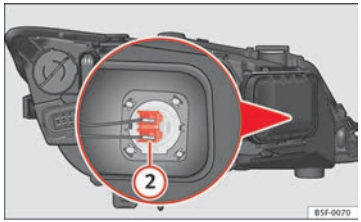

Fig. 186 Main beam bulb
- Slide connector ⇒ Fig. 186 (2) to the left or right and pull.